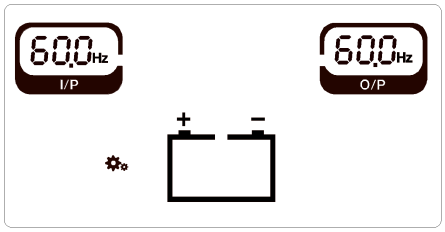

FIGURE 5-12 2 · Frequency: 50 or 60 Hz
3. Frequency page: 60 Hz (Figure 5-12) — ON/OFF.